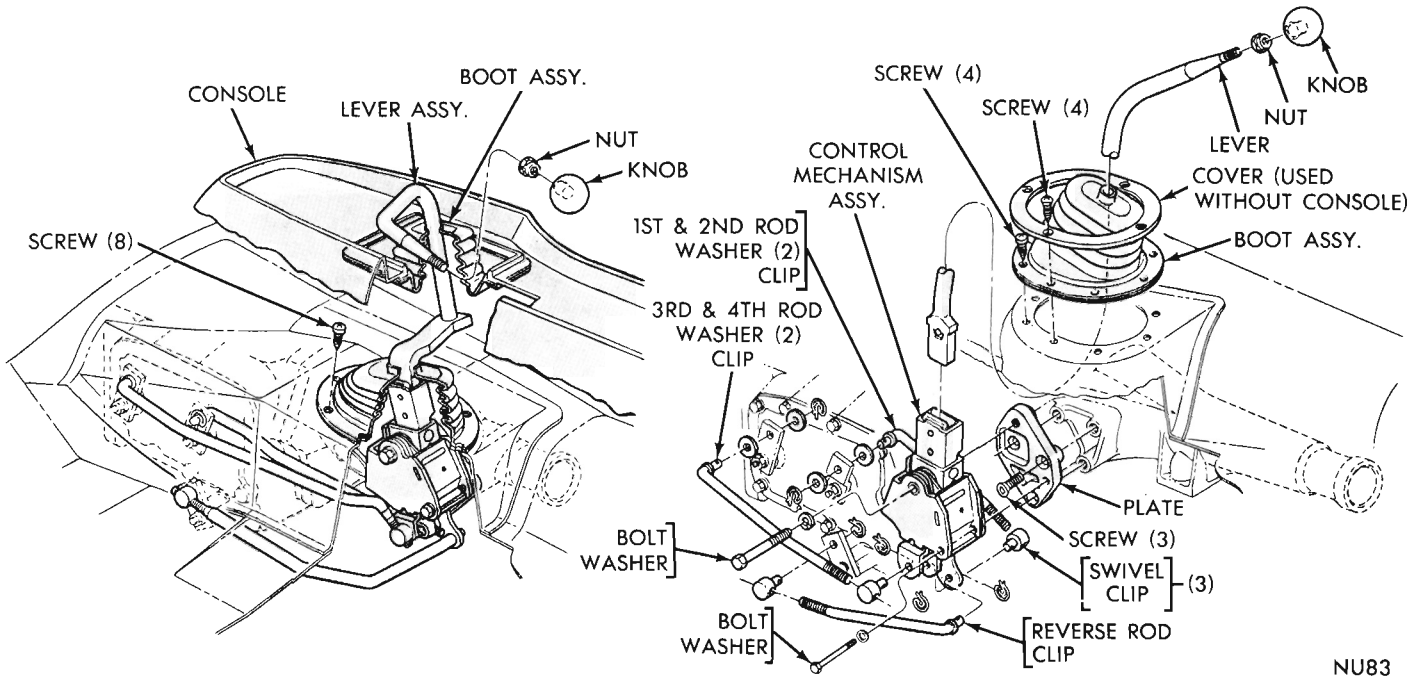

Fig. 3—Four Speed Gearshift Mechanism
Removal (Fig. 3)
Installation (Fig. 3)
(2) With all rods removed from transmission shift levers, place levers in neutral detent positions.
(3) Rotate threaded shift rods to make length exactly right to enter transmission levers. Start with 1-2 shift rod (it may be necessary to pull clip at shifter end to rotate this rod).
(4) Replace washers and clips as shown in (Fig. 3).
(5) Remove aligning tool and test shifting action.